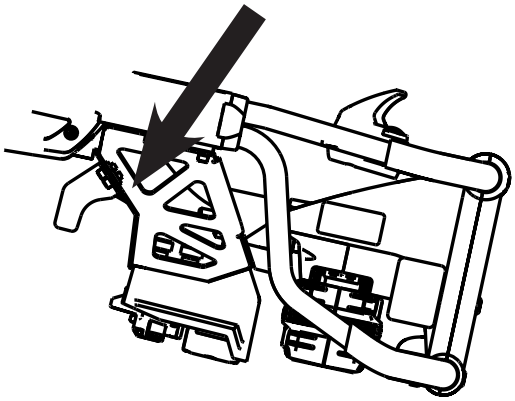

Figura 58
- Per le barelle compatibili con Power-LOAD, è necessario allungare e fissare le cinghie al dispositivo di fissaggio del lato piedi come indicato in Figura 58.